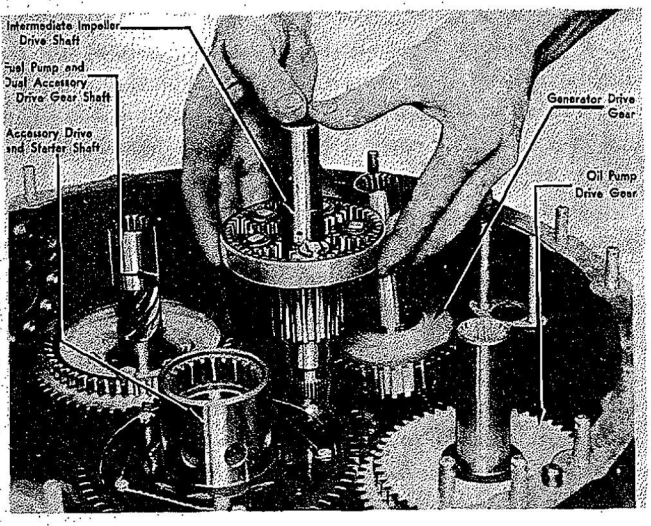

Figure 196—Installing Intermediate Impeller Drive Shaft and Pinion Gear Assemblies
w. Place the oil pump drive gear and dual accessory drive gear in position in the supercharger rear housing, meshing these gears with the accessory drive gear. Place the magneto drive gears in position, meshing these gears with the oil pump drive gear and the dual accessory drive gear. Place the generator drive gear in position in the rear housing. With the splined high-speed clutch adapter in position in the high-speed clutch assembly, and with the high-speed clutch release spring in the adapter, install the intermediate impeller drive gear and shaft together. Engage the splines on the end of the shaft with the internal splines in the high-speed clutch gear, and mesh the intermediate impeller drive gear with the accessory drive gear, the generator drive gear, and the high-speed clutch adapter. Refer to Figure 196. Insure that the marked trunnion on the intermediate impeller drive shaft and the marked tooth on the high-speed clutch gear are aligned.